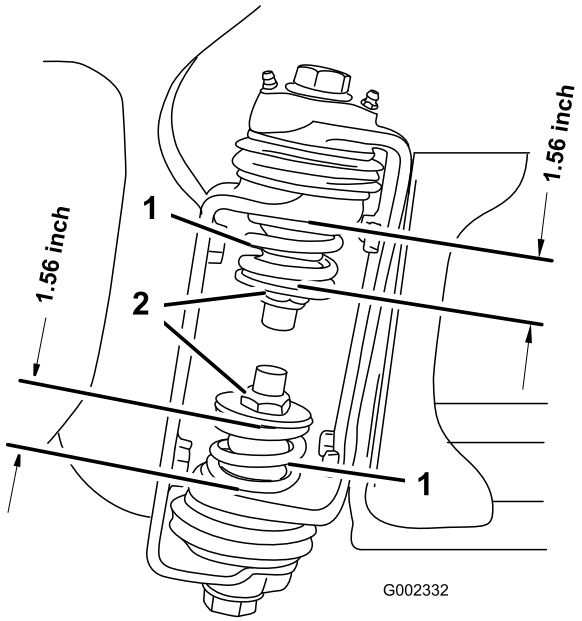

Figur 4
3. Mål sammentrykningen af den øverste og nederste fjeder ved bomhængslet, mens bommene er i forlænget position (Figur 4).